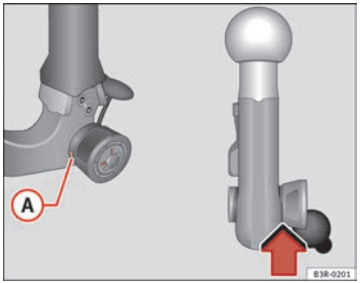

Fig. 171 Removable towing bracket: Safety check
– Check that the green marking (A) ⇒ Fig. 171 on the knob is inside the black zone marked on the ball joint.